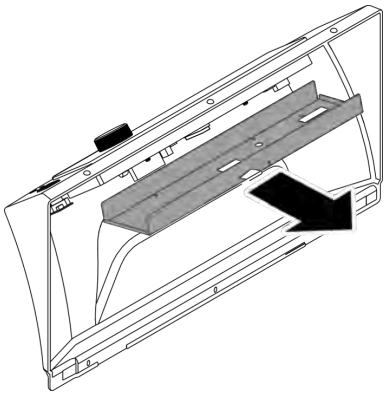

Fig. 43: Removing the housing cover
4. Remove the housing cover (*Fig. 43*).
4. Dismount the housing cover (*Fig. 43*).
12. Mount the housing cover (*Fig. 43*).